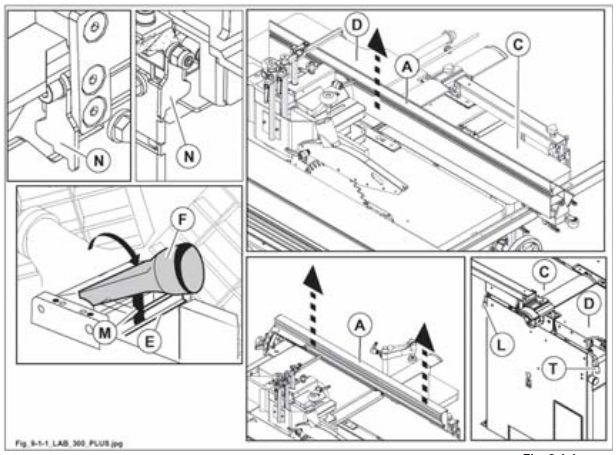

Fig. 9.1-1
togliere il gruppo guida filo (A fig. 9.1-1) dal piano.
- **Allentare la leva (L fig. 9.1-1) e sollevare la piana a filo in USCITA (C fig. 9.1-1);**
SUCCESSIVAMENTE allentare la leva (T fig. 9.1-1) e sollevare la piana a filo in ENTRATA (D fig. 9.1-1);
accertarsi che il bloccaggio (N fig. 9.1-1) apertura piano sia correttamente posizionato.
- Ribaltare la cuffia convogliatruccioli (F fig. 9.1-1) assicurandola tramite la molla (M fig. 9.1-1) nella protezione (E fig. 9.1-1) (la rotazione della cuffia convogliatruccioli agisce nuovamente sul micro riattivando la macchina).
la lavorazione a spessore può avvenire solo se la protezione (F fig. 9.1-1) è in posizione.